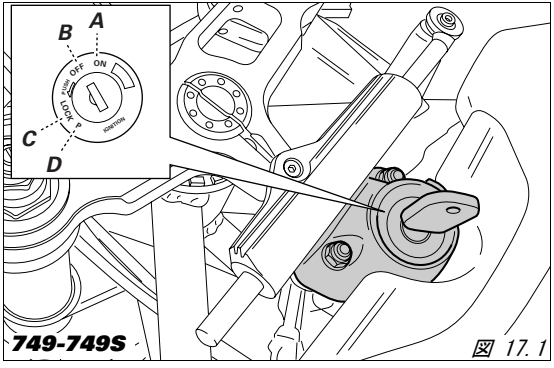
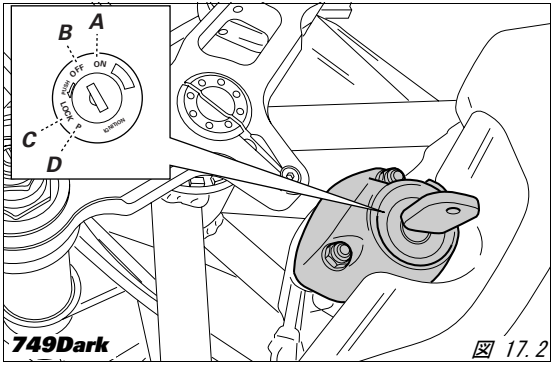

*図 17.1*
*図 17.2*
***イグニッションスイッチ / ステアリングロック*** *(図 17.1 および図 17.2)*
*キーを (C)、(D) の位置にするには、押してから回して下さい。(B)、(C)、(D) の位置ではキーを引き抜くことができます。*